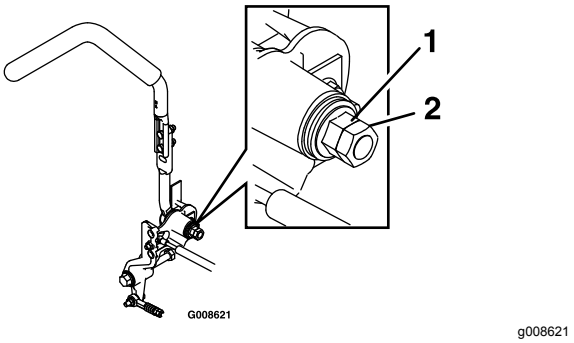

Figur 64
2. Løsne låsemutteren (Figur 64).